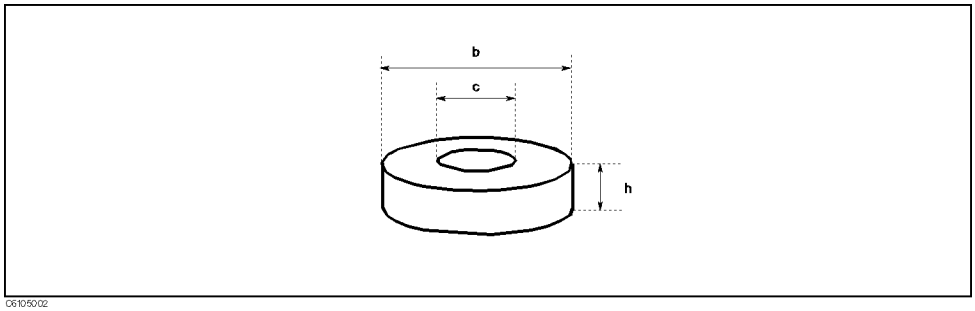

Figure 5-16. Dimensions of the MUT
3. Input the inner diameter of your MUT (*c* in Figure 5-16).
5. Input the outer diameter of your MUT (*b* in Figure 5-16).
7. Input the height of your MUT (*h* in Figure 5-16).